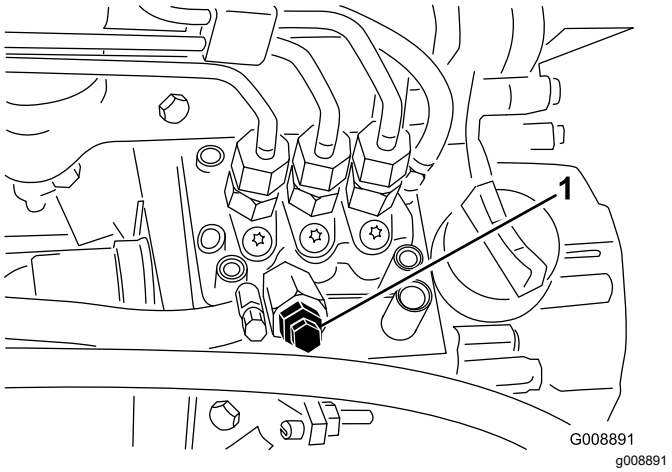

Figur 35
4. Öppna avluftarskruven på bränsleinsprutningspumpen (Figur 35).